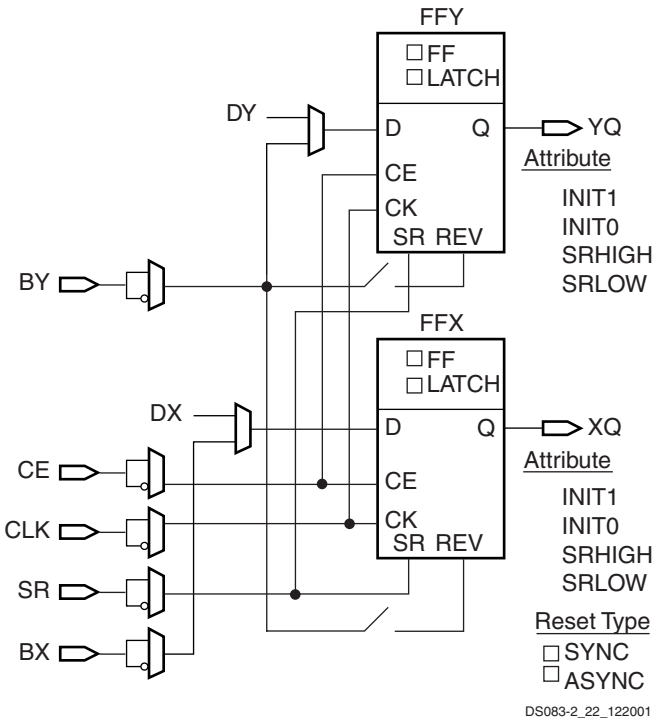

Figure 35: **Register / Latch Configuration in a Slice**
In addition to clock (CK) and clock enable (CE) signals, each slice has set and reset signals (SR and BY slice inputs). SR forces the storage element into the state specified by the attribute SRHIGH or SRLOW. SRHIGH forces a logic 1 when SR is asserted. SRLOW forces a logic 0. When SR is used, an optional second input (BY) forces the storage element into the opposite state via the REV pin. The reset condition is predominant over the set condition. (See Figure 35.)